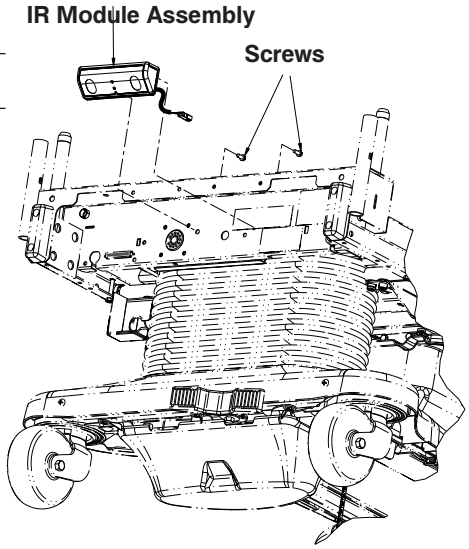

Figure 4
7. Using a 1/4” ratchet and 5/16” socket, remove the two screws securing the IR module to the litter frame shown in Figure 4.